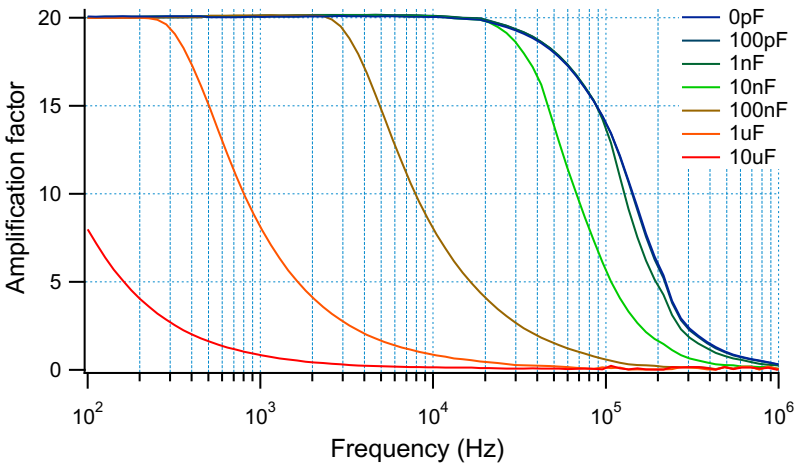

Figure 5. Frequency response at $300V_{pp}$ output voltage with different capacitive loads
- Frequency response as a function of capacitive load (Fig. 5, 6)